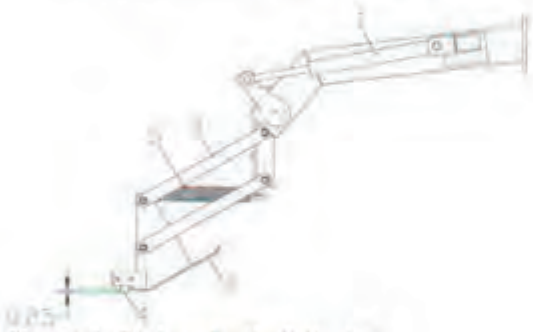

Figure 4. Scalper Knife & Spring.
2. Lift the scalper shoe assemblies and install the knives to the bar with clamp plate, ½" x 2" carriage bolts, nuts, and lock washers. Make sure knives are parallel with shoe edge. Set edge of the knife approximately ¼" below shoe. See **figure 4.**